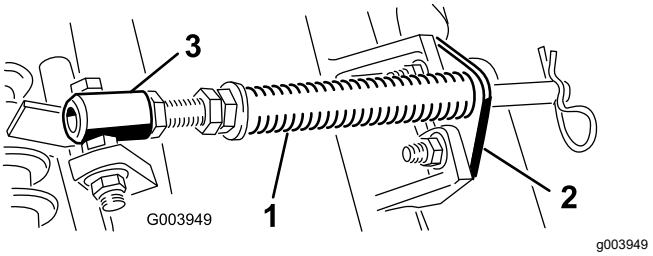

Figur 10
A. Fjern de to låseskruene og mutterne som fester stangbraketten til klippeenhetstappene (Figur 10).
B. Fjern flensmutteren som fester fjærrørsskruen til bærerammetappen (Figur 10).